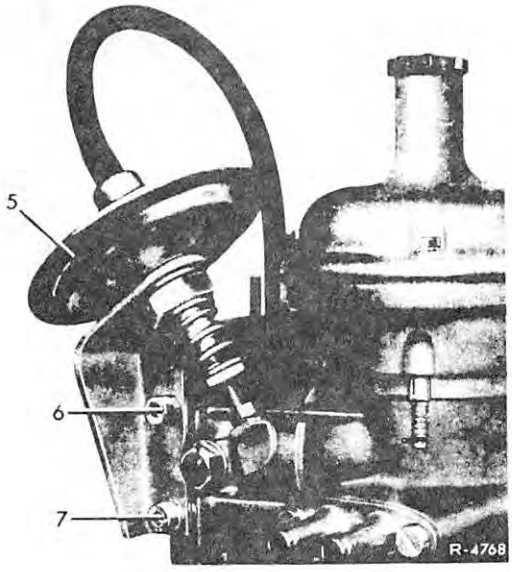

Figure 2
2. After removing the hex. head socket screw (6) and loosening the hex. head socket screw (7) the speed governor (5) must be swiveled backwards (figure 2).